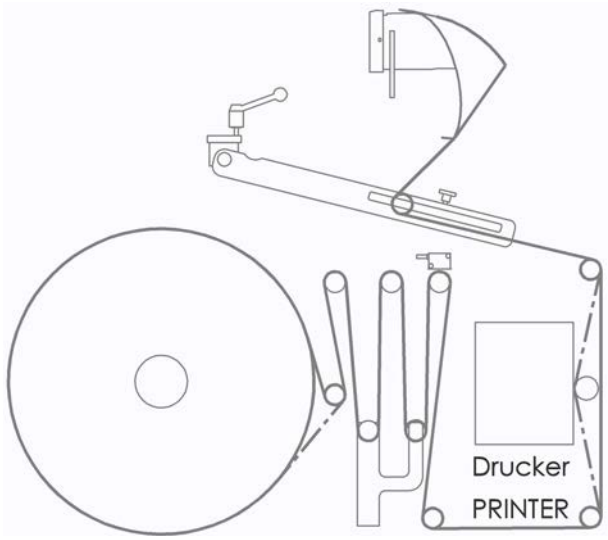

Fig. 5-40 Film feed
10.) Guide the film over the guide pulleys as shown in Fig. 5-40.
- The unwinding direction from the film roll can be altered, if necessary, in accordance with the dashed line (Fig. 5-40). This may be necessary when using printed film that has been coiled with the print facing in.